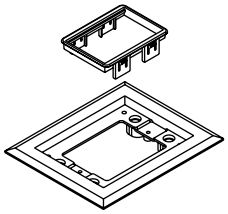

Figure 1
1. Snap Activate™ bezel (provided with cover) into center opening of trim flange (see Figure 1).